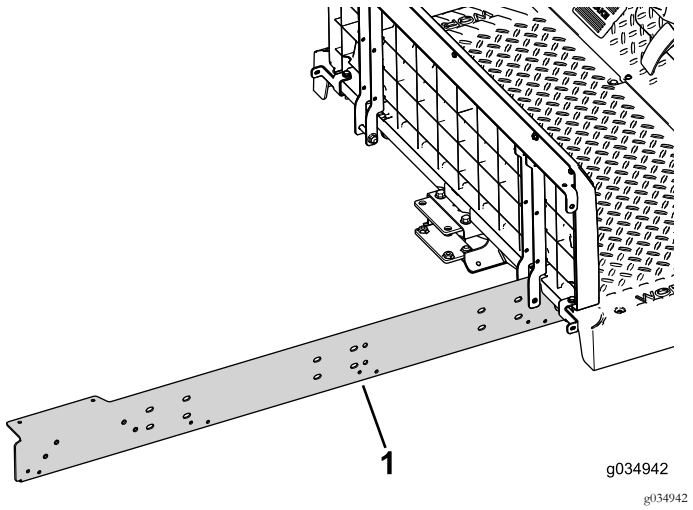

Bild 22
2. Befestigen Sie die Verlängerungsschiene lose an der rechten Seite der Maschine (Bild 22).